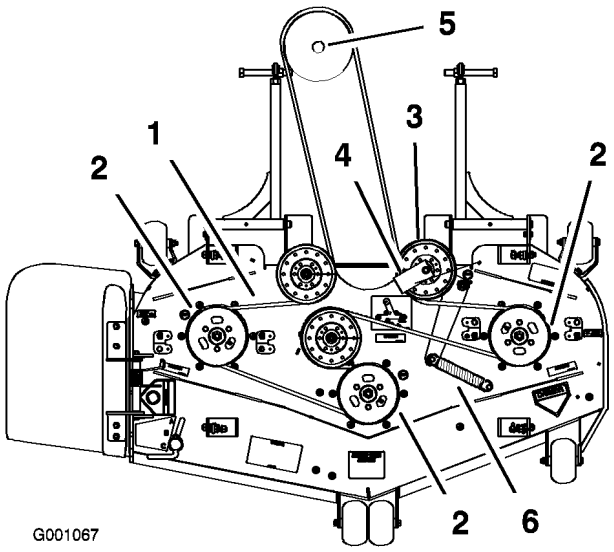

Figur 57
6. Montera en ny rem runt klipparremsskivorna och växellådsskivan under motorn (Figur 57).
7. Montera fjädern på remskivearmen (Figur 57).
8. Montera remstyrningen på den fjäderbelastade remskivan med 45 graders vinkel i enlighet med Figur 57.